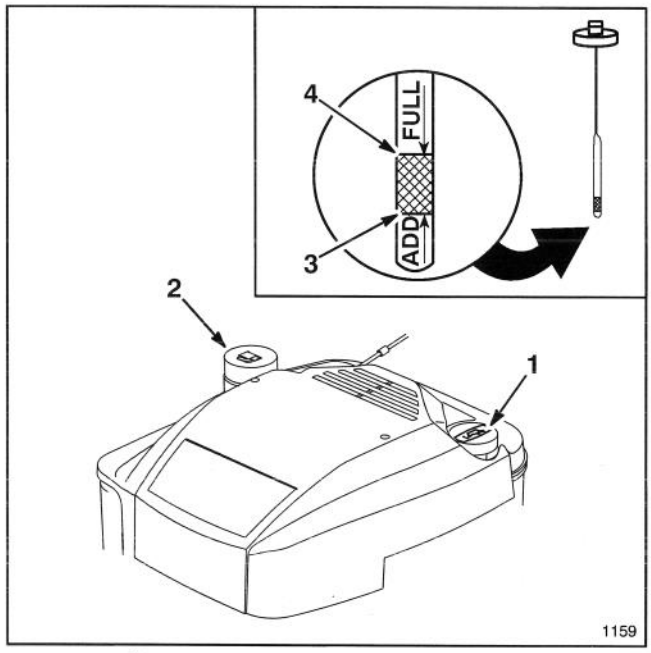

Figure 5
Before each use, assure oil level is between ADD and FULL mark (Fig. 5). Add oil if level is low.
3. Wipe dipstick and insert it into filler neck. Rotate cap 1/4 turn. Then remove dipstick and check level of oil (Fig. 5). If level is low, add only enough oil to raise level to FULL mark on dipstick. **DO NOT FILL ABOVE FULL MARK BECAUSE ENGINE COULD BE DAMAGED WHEN STARTED. POUR OIL SLOWLY.**
1. Clean around fuel tank cap and remove cap from tank (Fig. 5). Do not fill tank full. Using unleaded gasoline, fill fuel tank to within 6 to 13 mm (1/4" to 1/2") from top of tank, not into filler neck.